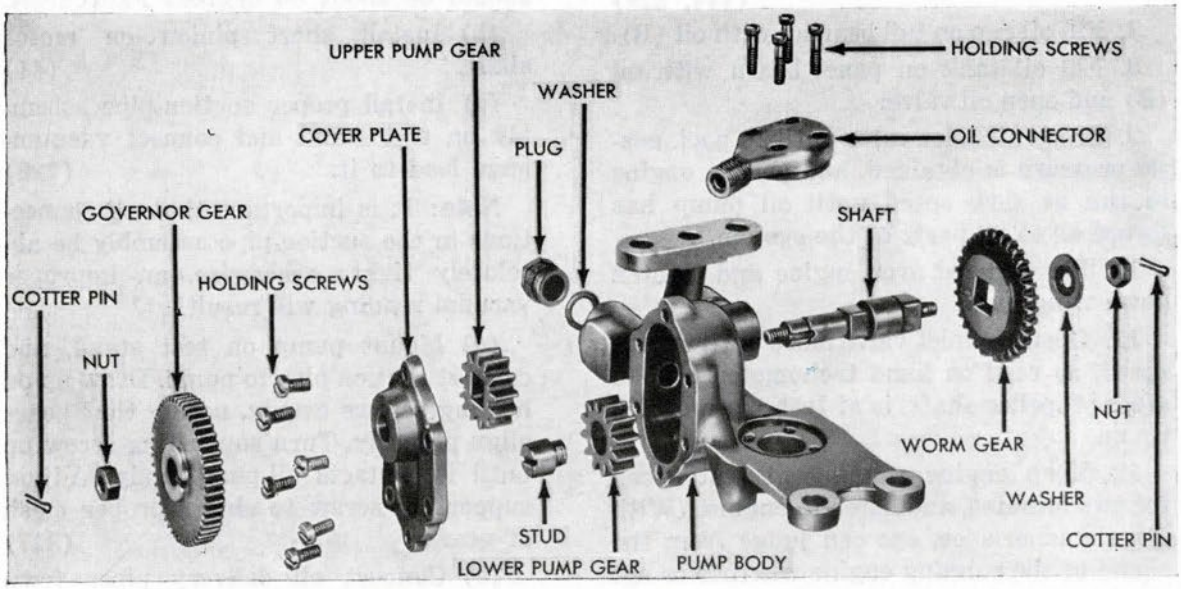

Figure 219
3. Overhaul and assemble oil pump (Fig. 219):